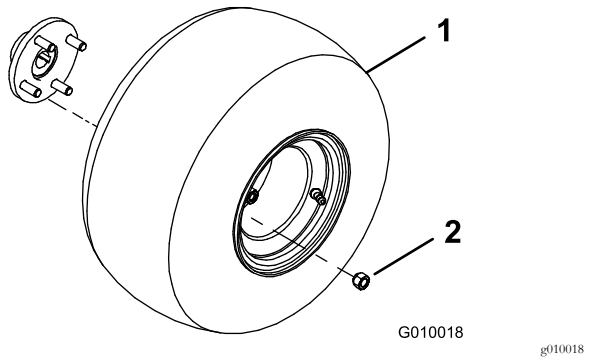

**Figur 3**
2. Monter et hjul på hvert bakhjulsnav (Figur 3).
3. Monter hakemutrene (Figur 3) og stram dem til 61–75 N·m.